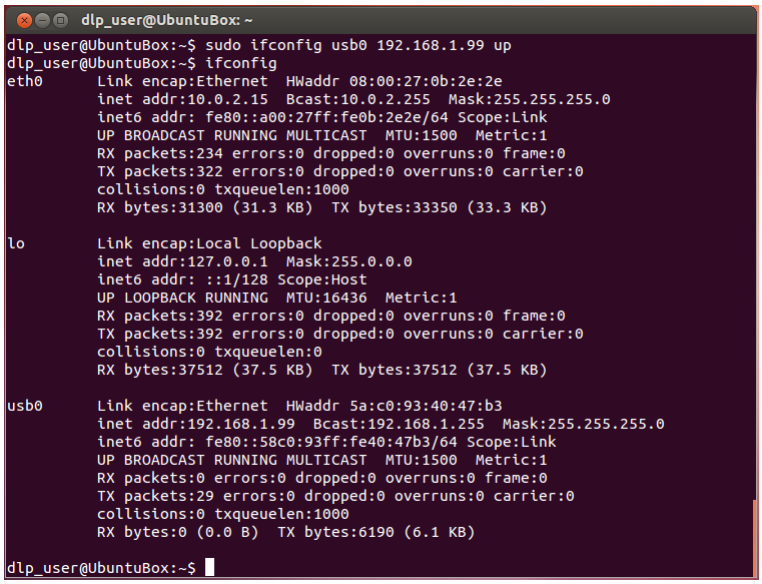

Figure 2-13. Ubuntu Command Terminal "ifconfig" Result After USB Setup
6. Setup usb0 with IP address. See Figure 2-13.
7. Check that usb0 was properly assigned an IP address using "ifconfig." See Figure 2-13.